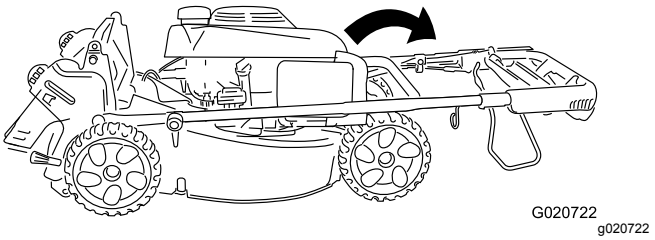

Rysunek 5
2. Ostrożnie przechyl górny uchwyt do przodu, aż obie części uchwytu ustawią się w linii prostej i złączą się ze sobą w sposób przedstawiony na rysunku Rysunek 5.